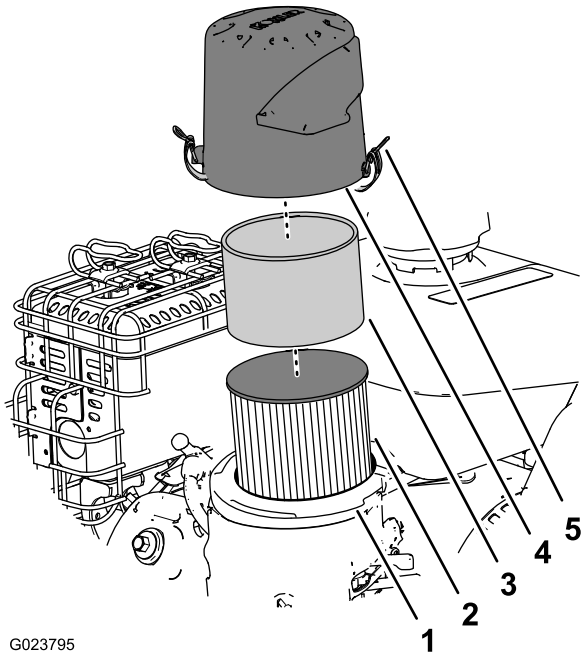

Figur 22
2. Fjern dekselet og rengjør det grundig (Figur 22).
3. Fjern skumforfilteret, vask det med et mildt rengjøringsmiddel og vann, og tørk det med et håndkle eller en klut (Figur 22).
4. Fjern og undersøk papirfilteret (Figur 22), og kast det hvis det er svært skittent.
6. Monter skumforfilteret på papirluftfilteret (Figur 22).
7. Monter luftfilterenheten på luftfilterbasen (Figur 22).